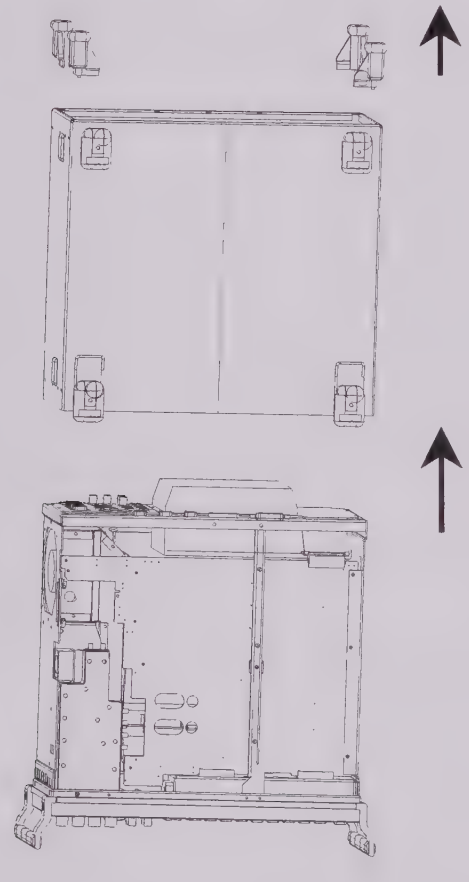

**Fig.1**
1.3 Place unit on handles at the front, push casing upwards and remove (Fig. 1).